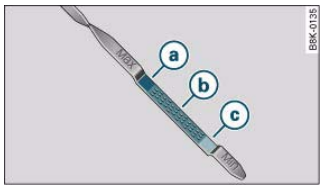
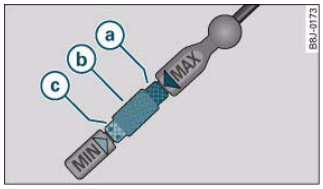

Fig. 224 Variant 1: Markings on oil dipstick
Fig. 225 Variant 2: Markings on oil dipstick
- Then pull the dipstick out again and check the oil level ⇒ fig. 224 or ⇒ fig. 225. If the oil level is too low, add more engine oil ⇒ *page 234*.